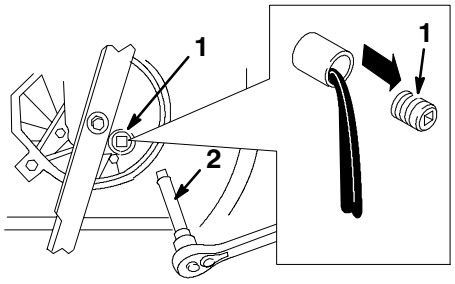

Bild 25
5. Entfernen Sie die Verschlussschraube und stellen den Rasenmäher wieder in seine Betriebsstellung. Lassen Sie dann das Öl in das Gefäß ablaufen (Bild 25).